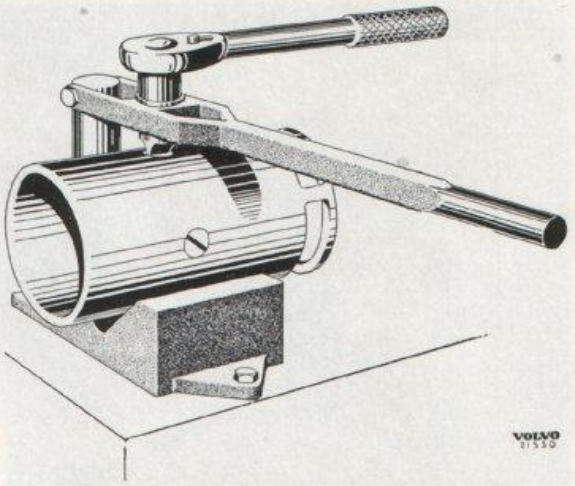

Bild 10-45. Demont. av fältlindning
2. Placera generatorhuset i ett V-block enligt bild 10-45. Tryck nedåt samtidigt som mejseln vrides. Skruvarna sitta som regel ganska hårt. Se därför till att mejseln passar väl i spåret på skruven och har erforderlig bredd.